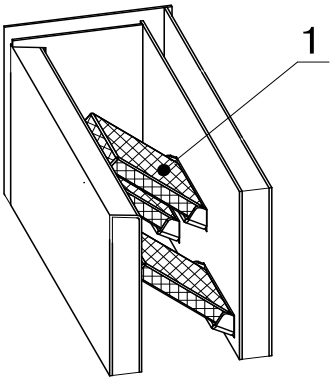

Рис.2 Схема установки шамотных кирпичей
5.2. Установка шамотных кирпичей котла показана на Рис. 2 поз.1: